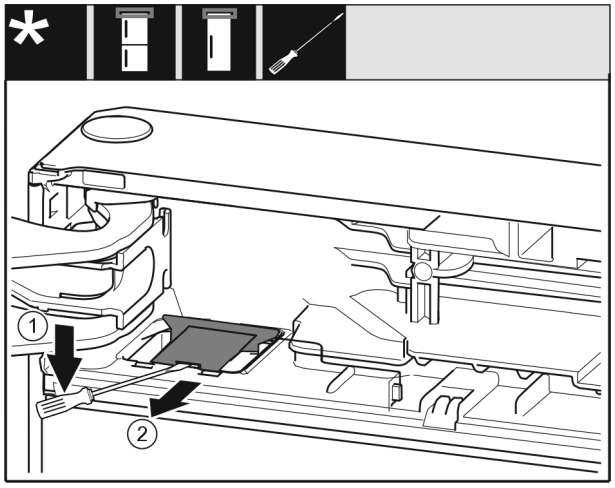

Fig. 12
▶ Mit einem Schlitzschraubendreher die Abdeckung *Fig. 12 (1)* ausrasten.
▶ Abdeckung *Fig. 12 (2)* herausnehmen.